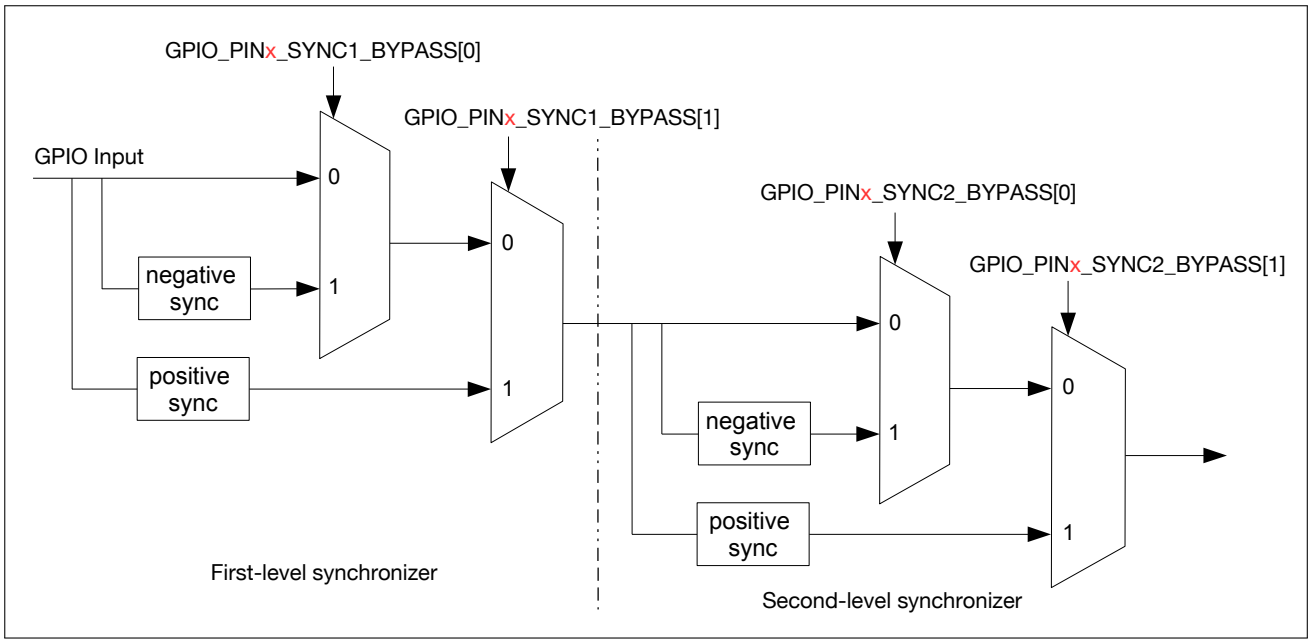

图 6.4-1. GPIO 输入经 IO MUX 运行时钟上升沿或下降沿同步
GPIO SYNC 模块的功能如图 6.4-1 所示。其中，negative sync 为 GPIO 输入经过 IO MUX 的运行时钟的下降沿同步，positive sync 为 GPIO 输入经过 IO MUX 的运行时钟上升沿同步。
- 如图 6.4-1 所示，配置 GPIO_PIN*x*_SYNC1_BYPASS 使能输入信号在第一级同步中为上升沿或下降沿同步。
- 如图 6.4-1 所示，配置 GPIO_PIN*x*_SYNC2_BYPASS 使能输入信号在第二级同步中为上升沿或下降沿同步。